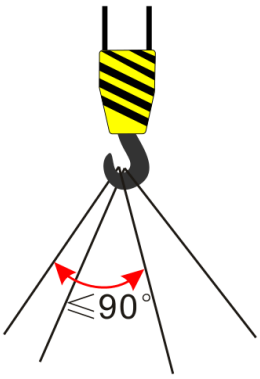

FIGURE 1-5 Angle between slings 90° or less
- The angle between two slings must not exceed 90° (Figure 1-5).